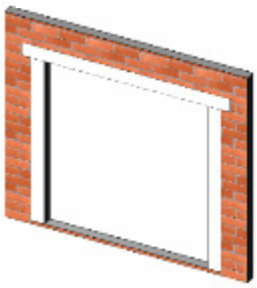

Figure 21:
3. Finally, at the head, embed the flashing into the sealant on the mounting flange and fasten into place. The flashing paper should be cut sufficiently long enough to extend past the flashing paper at each jamb by at least 3” (Figure 21).